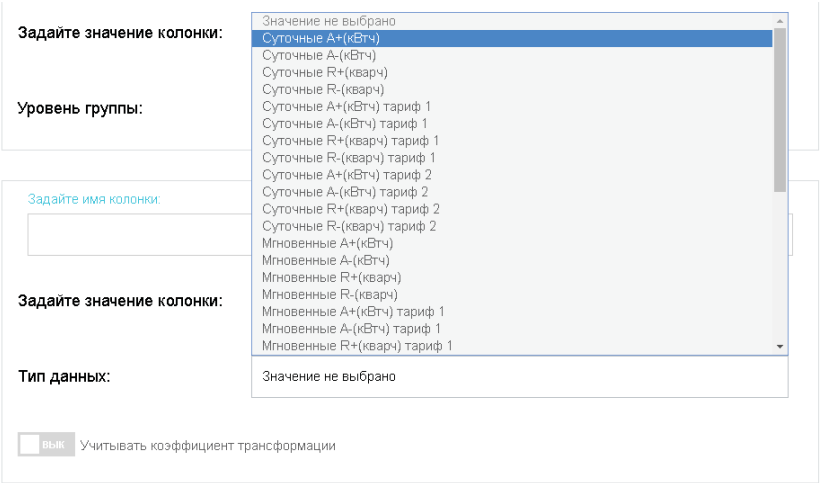

Рис. 95. Выбор типа показания последнего измеренного значения
- Последнее измеренное значение – будет предложено выбрать тип показания, по которому будет выведено последнее известное (считанное) значение, см. Рис. 95. Кроме того, необходимо указать, умножать ли данное значение на коэффициент трансформации. Например, для вывода последних известных считанных суточных показаний активной потребленной энергии с учетом коэффициента трансформации, необходимо выбрать из списка «Суточные А+» и перевести выключатель «Учитывать коэффициент трансформации» в положение «Вкл».
- Последнее измеренное значение до даты отчета – будет предложено выбрать тип показания (Рис. 95), по которому будет выведено ***последнее*** известное (считанное) значение, ***дата показания которого не превышает даты отчета***. Кроме того, необходимо указать, домножать ли данное значение на коэффициент трансформации.
- Первое измеренное значение после даты отчета – будет предложено выбрать тип показания (Рис. 95), по которому будет выведено ***первое*** известное (считанное) значение, ***дата показания которого больше даты отчета***. Кроме того, необходимо указать, домножать ли данное значение на коэффициент трансформации.
- Последнее измеренное значение до ***конечной*** даты отчета – будет предложено выбрать тип показания (Рис. 95), по которому будет выведено ***последнее*** известное (считанное) значение, ***дата показания которого не превышает конечной даты отчета***. Кроме того, необходимо указать, домножать ли данное значение на коэффициент трансформации.
- Первое измеренное значение после ***начальной*** даты отчета – будет предложено выбрать тип показания (Рис. 95), по которому будет выведено ***первое*** известное (считанное) значение, ***дата показания которого больше начальной даты отчета***. Кроме того, необходимо указать, домножать ли данное значение на коэффициент трансформации.
- Потребление внутри периода отчета – будет предложено выбрать тип данных (Рис. 95), для которых будет вычисляться